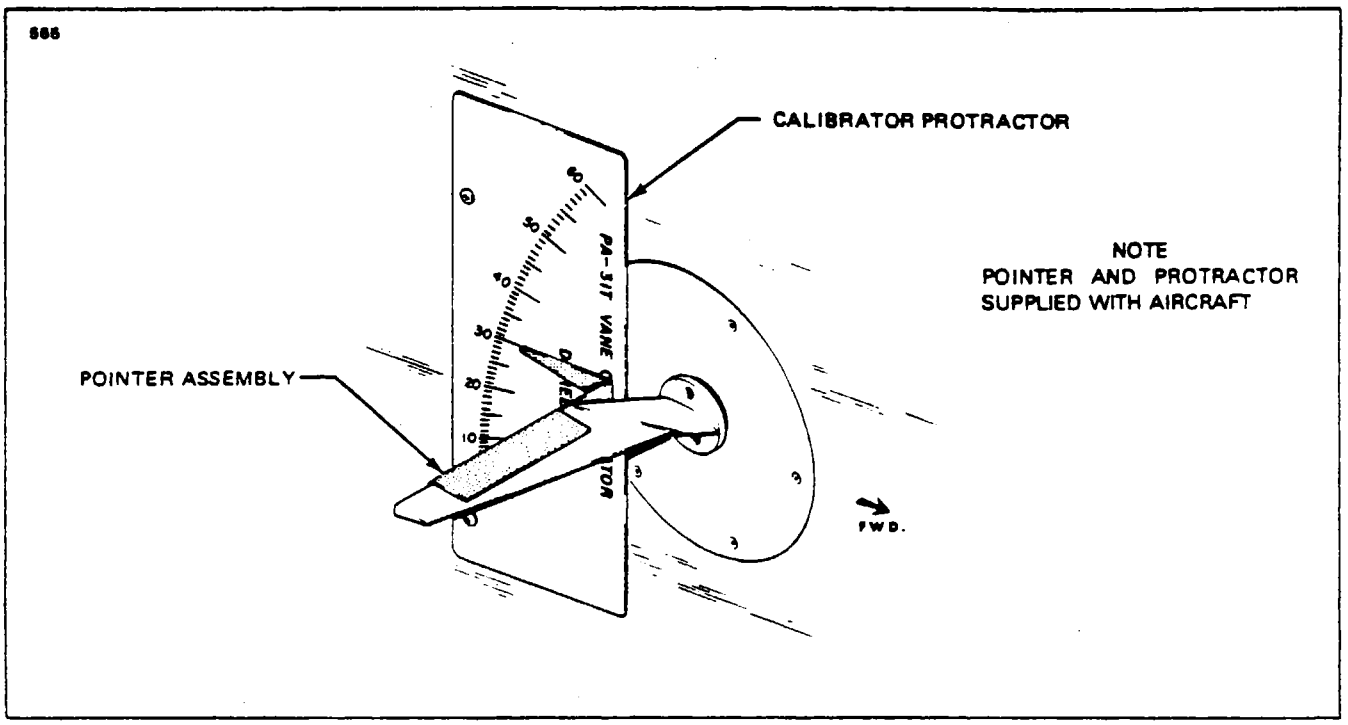

Figure 11-23. SAS Angle of Attack Vane with Check Equipment Installed
d. Affix protractor at designated point on fuselage and attach pointer to sensor vane. (Refer to Figure 11-23.) (Pointer and protractor supplied with this aircraft.) Rotate sensor vane counterclockwise to its lower stop; then adjust sensor vane pointer to 4.5 ± .5° position on protractor.